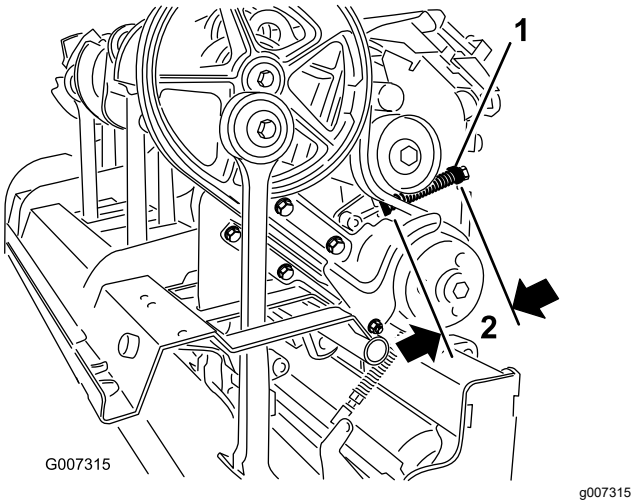

Figur 35
C. Lossa låsmuttern till fjäderhållaren (Figur 35).
D. Justera fjäderhållaren så att önskad komprimerad fjäderlängd uppnås (Figur 35).